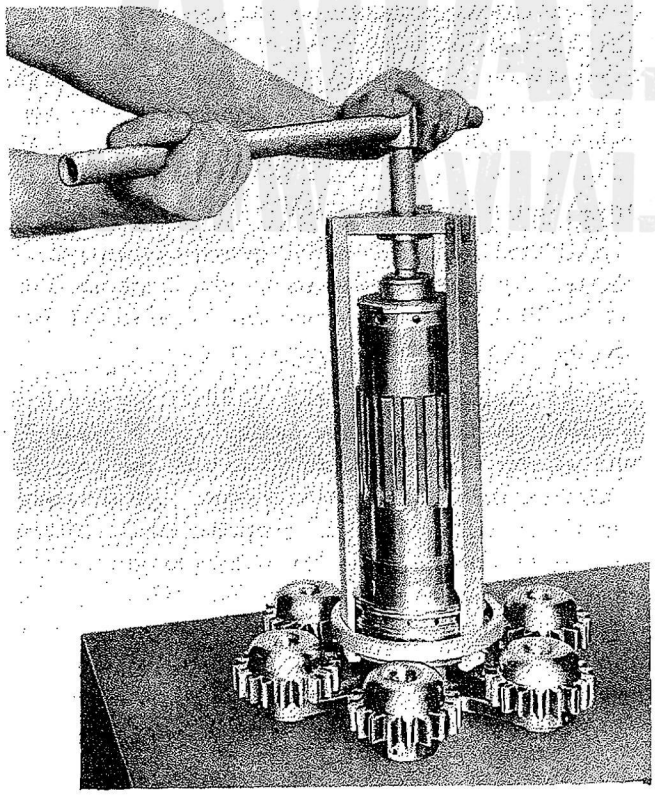

Figure 92—Removing Thrust Bearing Spacer and Ring Assembly
a. In engines provided with a .666 (3:2) reduction gear, proceed with the disassembly of the propeller shaft as follows, after removal of the thrust bearing: Lift the stationary reduction gear and pinion guard ring off the propeller shaft, and remove the eight stationary reduction gear attaching bolts. Remove the thrust bearing spacer and ring assembly, using puller (Tool No. 801362) and jack and pump (Tool No. 801363) if the spacer is too tight on the shaft to permit removal by hand. Slide the collar on the tool over the three legs to hold the tool in place on the spacer. Refer to Figure 92. Remove and discard the rings from the spacer. Care must be exercised to locate correctly the puller in order to avoid removing the dowel pin which locks the propeller shaft rear bushing in .666 (3:2) reduction geared engines.
b. Lift off the stationary reduction gear on reduction geared engines. Remove the thrust bearing spacer and ring assembly, using puller (Tool No. 801-362) if the spacer is too tight on the propeller shaft to permit removal by hand. Refer to Figure 92. Remove the rings from the spacer and discard the rings.